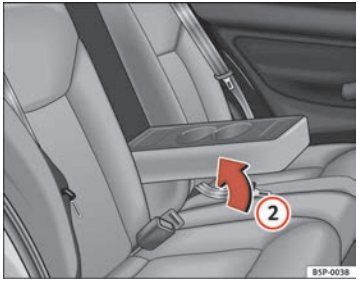

Fig. 111 Rear armrest/drink holder
– To close, lift the Drink holder*/ armrest* in the direction of the arrow ⇒ fig. 111 (2).